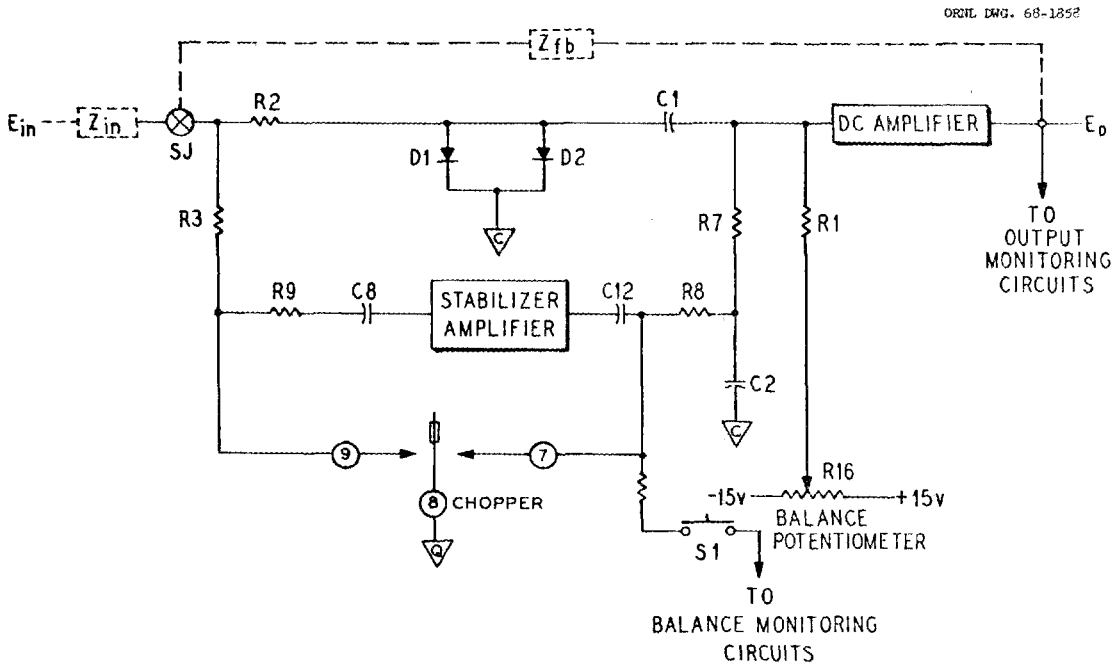

Fig. 1. One Channel of EAI Model 6.715 Dual DC Amplifier.
The EAI Model 6.720 Dual Operational Amplifier, ORNL Model Q-2605, consists of an EAI Model 6.715 Dual DC Amplifier Card housed in a 1-unit module. The components for one channel are shown in block diagram form in Fig. 1. The major components consist of a stabilizer amplifier, a chopper, and a dc amplifier. The circuit is arranged so that the drift-free characteristics of an ac amplifier are used to maintain constant dc amplifier balance by providing a voltage to the input of the dc amplifier, which tends to maintain the summing junction at virtual ground. The resulting circuit has excellent long-term stability, and allows the use of a wide bandwidth dc amplifier without the necessity of frequent manual balancing.
The chopper is a specially designed high-speed relay. It consists of a double-pole armature assembly which is driven by a 60-cps ac source and which alternates in position from one set of contacts to the other at this rate. Figure 1 shows how one pole of the chopper (pin 8) alternately grounds the stabilizer input (pin 9) and the stabilizer output (pin 7). The closing of contacts 8 and 9 at a 60-cycle rate causes the stabilizer input to appear as a series of pulses as described previously. This permits amplification of very low frequencies or dc levels while isolating the amplifier operating levels through the use of a coupling capacitor. The closing of contacts 8 and 7 effectively shifts the phase of the output by providing a short RC charge or discharge time for C12 when closed, and a longer time (through R8) when open. This operation is more easily understood with the use of examples.
2. Depress the pushbutton and rotate the balance potentiometer (see Fig. 1) for the appropriate amplifier until the minimum deflection is noted on the meter.